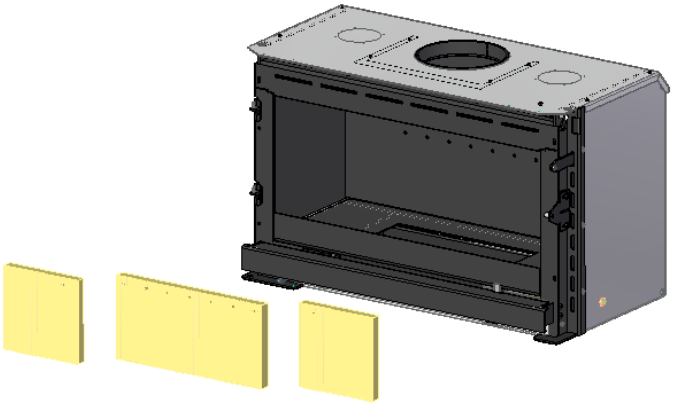

Figura 41 – Remoção das peças posteriores em vermiculite do equipamento
4. Remova as 3 peças das costas deslocando para o frontal do equipamento e posterior para o exterior do equipamento, ver Figura 41.